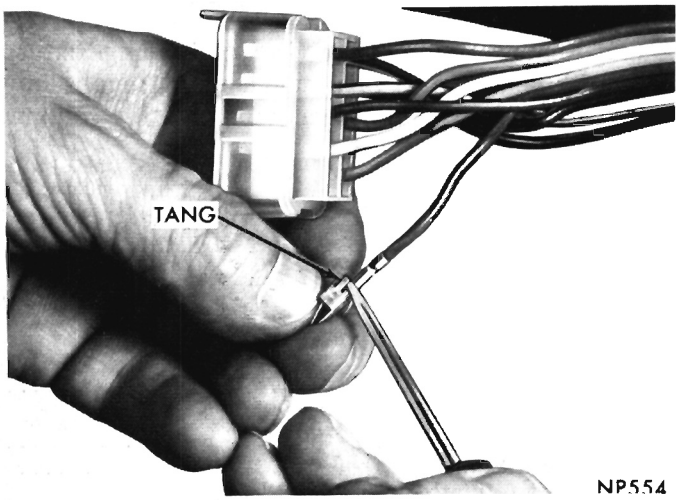

Fig. 18—Spreading Tang on Wire Terminal
(19) Insert gearshift lever in gearshift bowl and install lever pivot pin.
(20) With gearshift lever in neutral position, attach indicator operating bracket to shift tube with two new plastic rivets.
(21) Bend turn signal wiring terminal tangs outward slightly (Fig. 18). Then install wires in their prop-